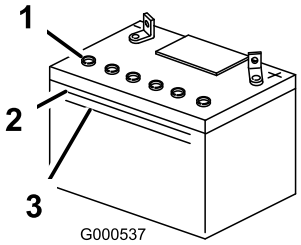

Figuur 43
1. Kijk aan de zijkant van de accu. Het zuurpeil moet tot aan de **bovenste** streep staan (Figuur 43). Het peil mag niet niet onder de onderste streep komen (Figuur 43).
3. Verwijder de vuldoppen van de accu (Figuur 43).
4. Giet langzaam gedistilleerd water in elke cel van de accu totdat het zuurpeil de Bovenste streep (Figuur 43) op de accubehuizing bereikt.
5. Wacht na het bijvullen van de accucellen vijf tot tien minuten. Vul indien nodig gedestilleerd water bij totdat het zuurpeil de Bovenste streep (Figuur 43) op de accubehuizing bereikt.